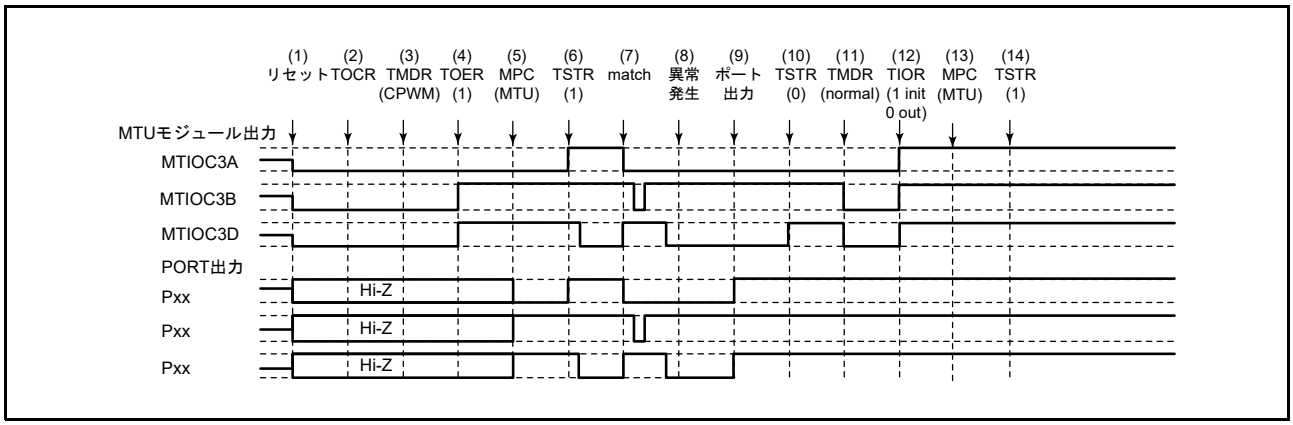

図 22.174 相補 PWM モードで異常が発生し、ノーマルモードで復帰する場合
相補 PWM モードで異常が発生し、再設定後ノーマルモードで再スタートする場合の説明図を図 22.174 に示します。
(1) ～ (10) は図 22.174 と共通です。
(11) PWM モード 1 を設定してください（MTU 出力は Low となります）。
(12) TIOR レジスタで端子を初期化してください（PWM モード 1 では MTIOCnB（MTIOCnD）端子に波形が出力されません。出力すべきレベルがある場合は、I/O ポートのポート方向レジスタ（PDR）、ポート出力データレジスタ（PODR）で汎用出力ポートの設定をしてください）。
(13) MPC と I/O ポートのポートモードレジスタ（PMR）で MTU 出力としてください。
(14) TSTRA（TSTRB）レジスタで再スタートします。
(23) 相補 PWM モードで動作中に異常が発生し、相補 PWM モードで再スタートする場合の動作
(11) MPC と I/O ポートのポートモードレジスタ（PMR）で MTU 出力としてください。
(12) TSTRA（TSTRB）レジスタで再スタートします。
(13) コンペアマッチの発生により相補 PWM 波形を出力します。
(24) 相補 PWM モードで動作中に異常が発生し、相補 PWM モードで新たに再スタートする場合の動作
(11) ノーマルモードを設定し新しい設定値を設定してください（MTU 出力は Low となります）。
(12) TOERA（TOERB）レジスタで MTU3、MTU4（MTU6, MTU7）の出力を禁止してください。
(13) TOCR1A、TOCR2A（TOCR1B, TOCR2B）レジスタで相補 PWM モードの出力レベルと周期出力の許可 / 禁止を選択してください。
(14) 相補 PWM を設定します。
(15) TOERA（TOERB）レジスタで MTU3、MTU4（MTU6, MTU7）の出力を許可してください。
(16) MPC と I/O ポートのポートモードレジスタ（PMR）で MTU 出力としてください。
(17) TSTRA（TSTRB）レジスタで再スタートします。
(25) 相補 PWM モードで動作中に異常が発生し、リセット同期 PWM モードで再スタートする場合の動作
(11) ノーマルモードを設定してください（MTU 出力は Low となります）。
(13) TOCR1A、TOCR2A（TOCR1B, TOCR2B）レジスタでリセット同期 PWM モードの出力レベルと周期出力の許可 / 禁止を選択してください。
(14) リセット同期 PWM を設定します。
(26) リセット同期 PWM モードで動作中に異常が発生し、ノーマルモードで再スタートする場合の動作